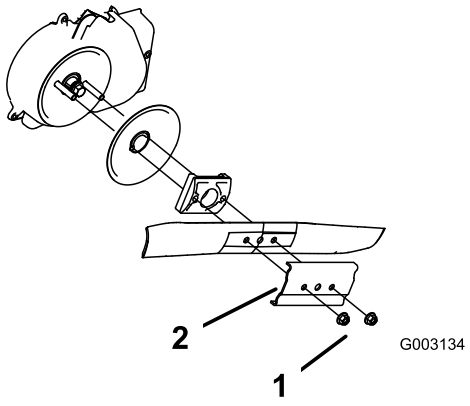

Bild 32
3. Entfernen Sie die beiden Messermuttern und die Verstärkung (Bild 32).
4. Nehmen Sie das Messer heraus (Bild 32).
5. Bauen Sie das neue Messer ein (Bild 32).